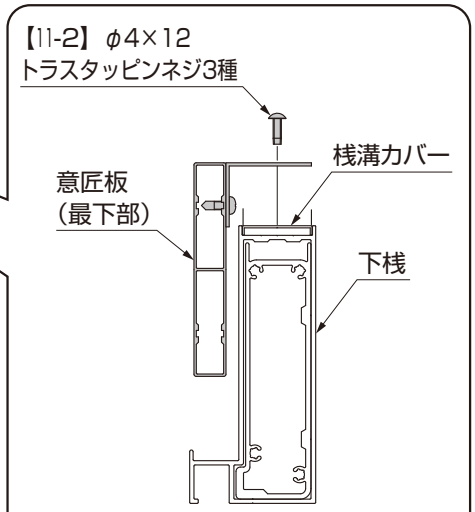

図4-9
③最下部の意匠板を桟溝カバーに【11-2】で取付けてください。（図4-9参照）